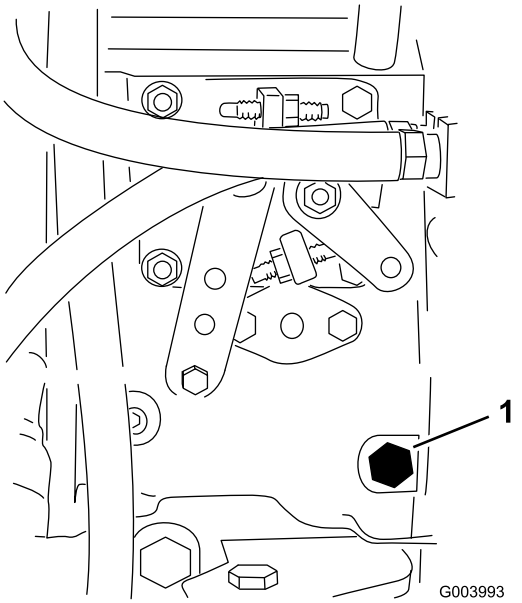

**Figur 48**
3. Åbn udluftningsskruen på brændstofindsprøjtningspumpen (Figur 48) med en 12 mm nøgle.